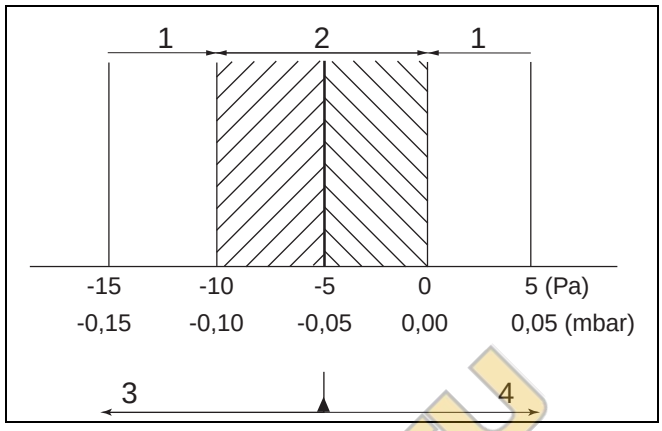
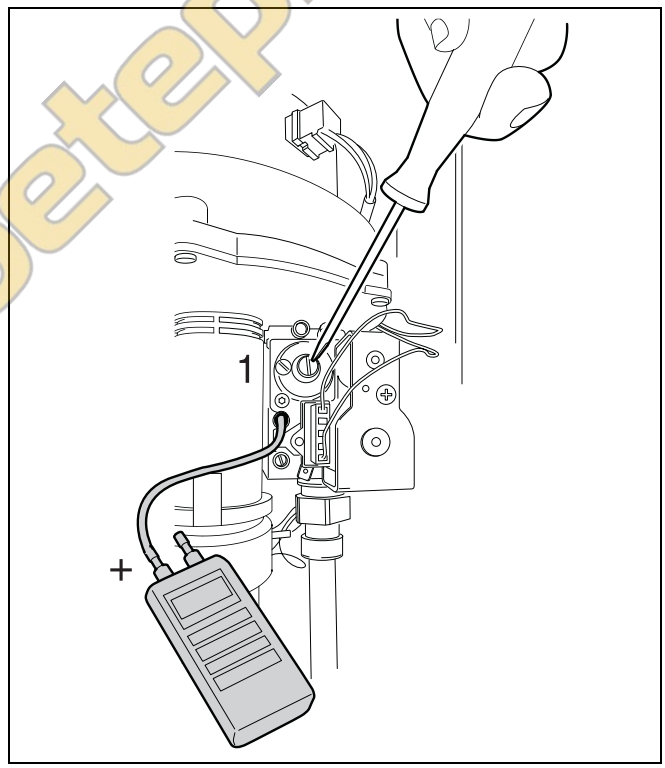

Рис. 33 Разница давления газ/воздух при частичной нагрузке
Рис. 34 Регулировка соотношения газ/воздух.
- Снимите показания разницы давления (соотношение газ/воздух). Оптимальная разница давления составляет -5 Па (-0,05 мбар). Разница давления должна находиться в пределах от -10 до 0 Па (→ рис. 33). Если это не так, то необходимо выполнить регулировку следующим образом:
- Снимите колпачок плоской отверткой (→ рис. 34, [1]).
- Шестигранным ключом (4 мм) установите регулировочный винт давления горелки (→ рис. 34, [1]) на правильную разницу давления (соотношение газ/воздух, рис. 33).
- Установите колпачок (→ рис. 34, [1]).